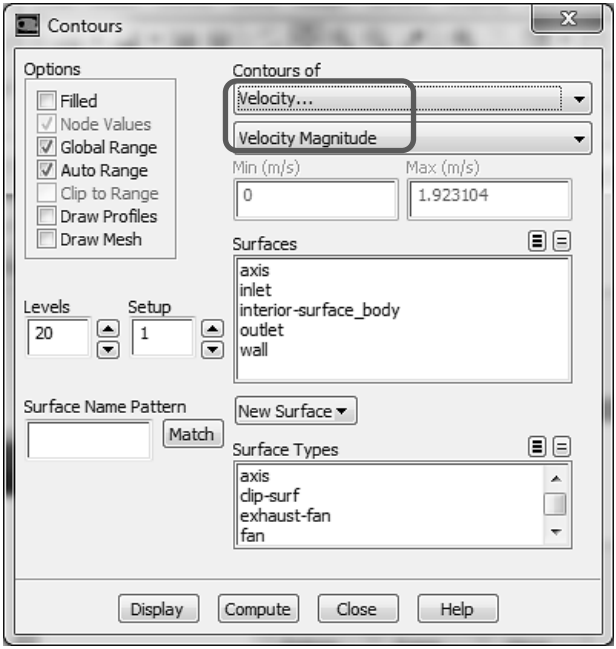

Рис. 62.
3) В появившемся окне Contours в разделе Contours of выбираем Velocity… и Velocity Magnitude. Жмем кнопку Display, рис. 62.